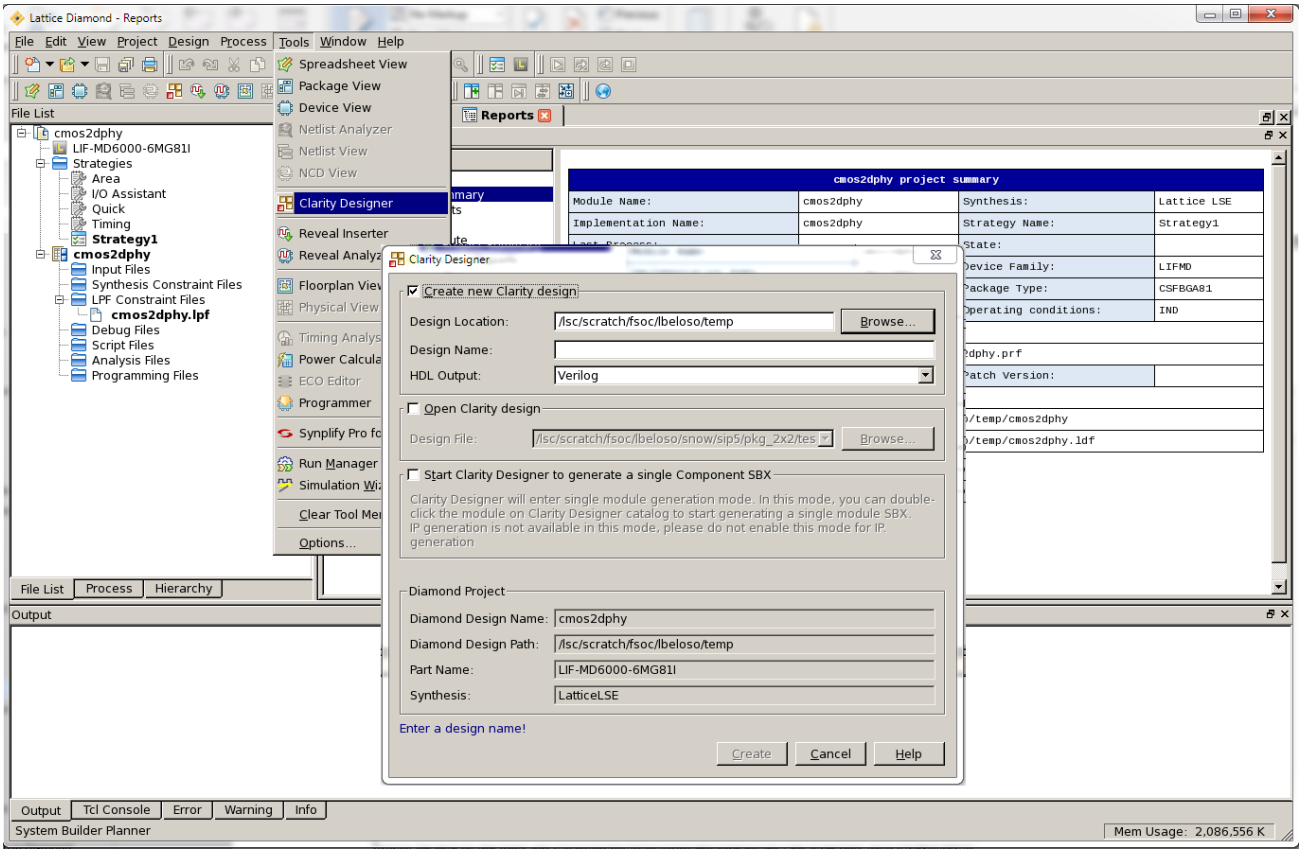

**Figure 4.2. Starting Clarity Designer from Diamond Design Environment**
3. Select and or fill out the following items as shown in Figure 4.2.